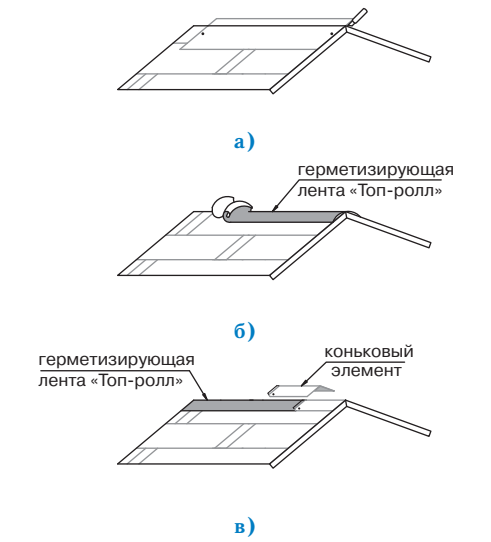

Рис. 4
Конек *(рис. 4)*
- верхний ряд черепицы ПРЕСТИЖ КОМПАКТ ЦИНК-ТИТАН доводится до линии конька (ребра), выступающие части листов обрезаются (рис. 4а);
- линии коньков и ребер герметизируются специальной самоклеящейся лентой «Топ-ролл» (рис. 4б);
- далее устанавливаются внахлест специальные коньковые элементы (направление укладки по преимущественному направлению ветра). Каждый коньковый элемент плотно прижимается к основанию кровли и фиксируется двумя гвоздями из нержавеющей стали длиной 35 мм, которые перекрываются следующим коньковым элементом (рис. 4в).